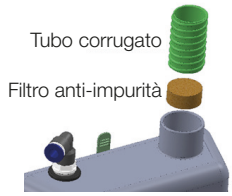

Fig. 3
- Inserire il filtro anti-impurità nel foro di ingresso del Nuvola MINI e successivamente il tubo corrugato. **(Fig. 3)**